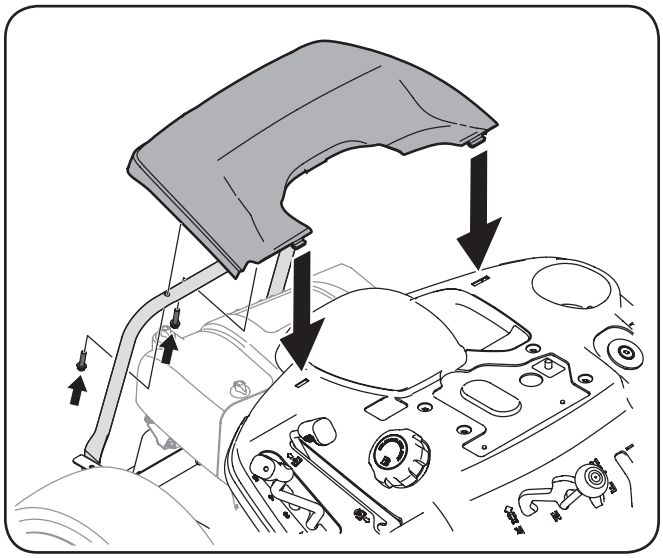

Figure 3-10
1. Retirez les deux vis hexagonales installées en usine situes sur le capot moteur. Conservez les vis pour des instruction plus tard. Voir Figures 3-10.
2. Installez le capot de moteur arrière en le plaçant comme à la Figure 3-10. Faites-le basculer vers l'avant pour l'ajuster dans les fentes aménagées, puis inclinez-le vers l'arrière pour aligner les trous de montage.